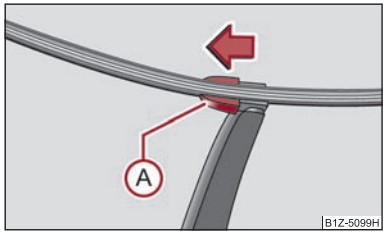

Fig. 45 Balai d'essuie-glace pour lunette arrière
- Ecartez le bras d'essuie-glace de la vitre et positionnez le balai à angle droit par rapport au bras d'essuie-glace ⇒ fig. 45.
- Avec l'autre main, déverrouillez la sûreté (A) dans le sens de la flèche et retirez le caoutchouc.